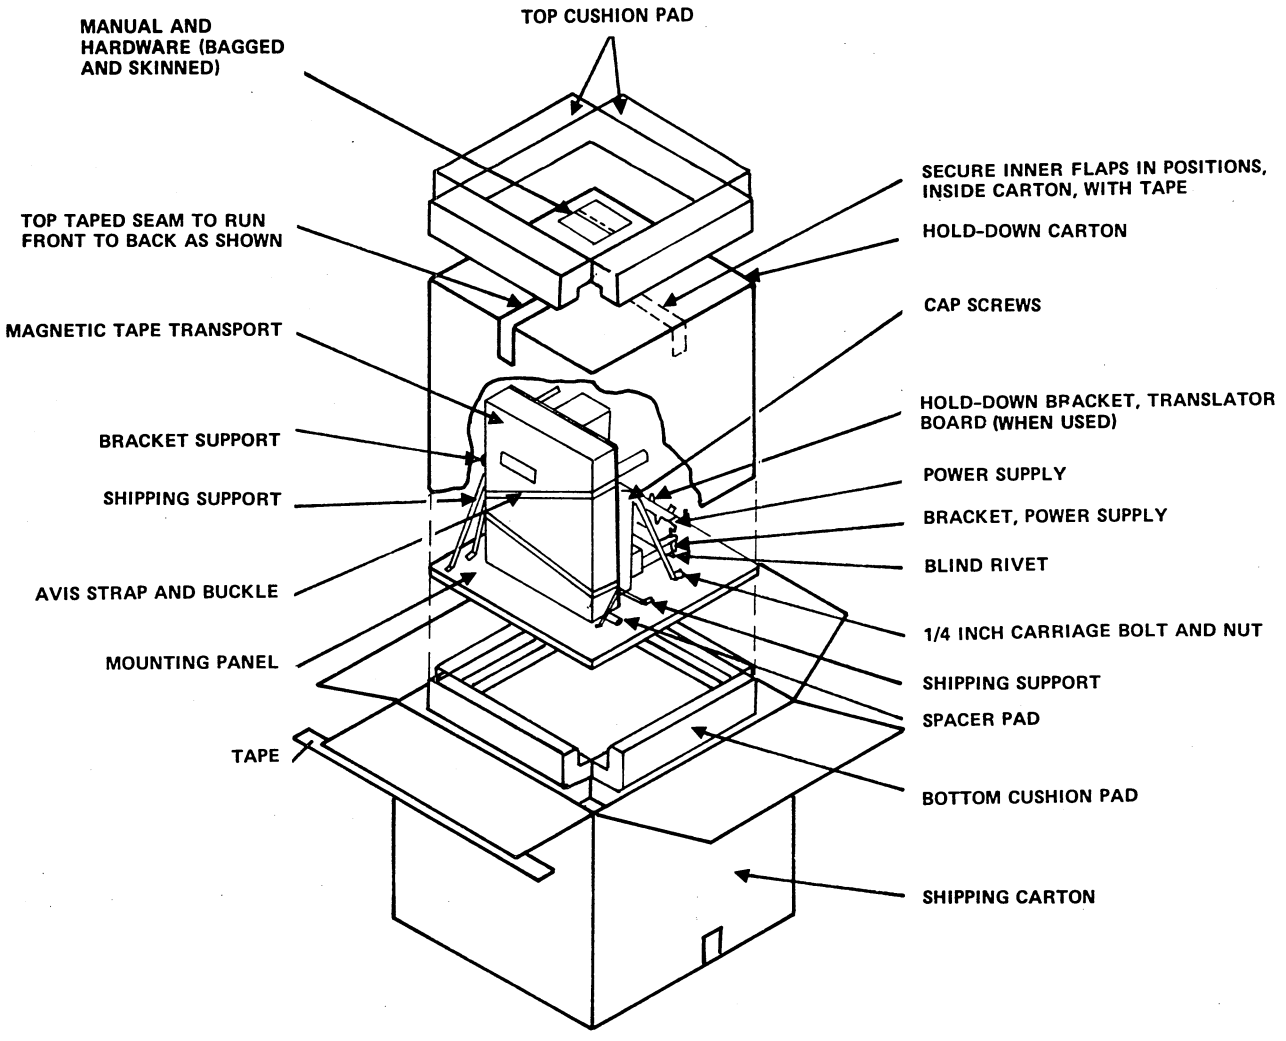

Figure 23-10. Magnetic Tape Transport Crating and Uncrating
1. Cut the container tape, and open the carton flaps. Refer to figure 23-10.